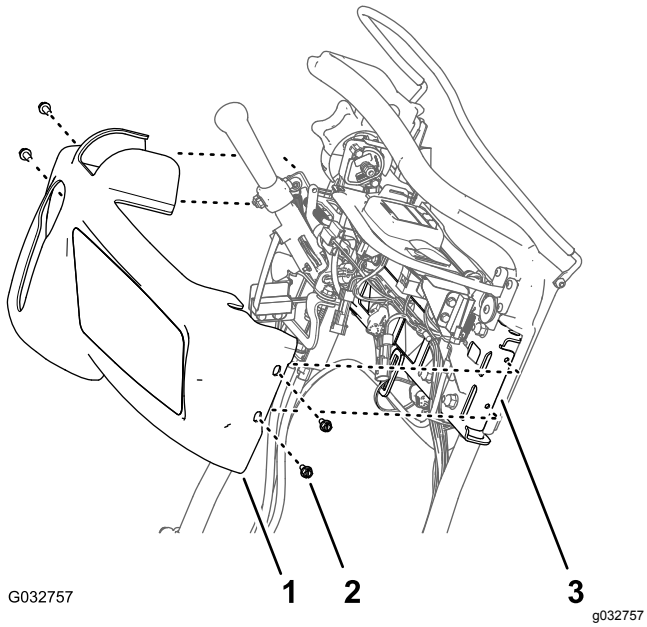

Figur 3
1. Fjern de fire flenshodeskruene (1/4 x 1/2 tomme) som fester kontrollpaneldekselet til støttebraketten på håndtaket (Figur 3).
2. Flytt kontrollpaneldekselet opp og frem fra kontrollpanelet, og fjern dekselet fra maskinen (Figur 3).